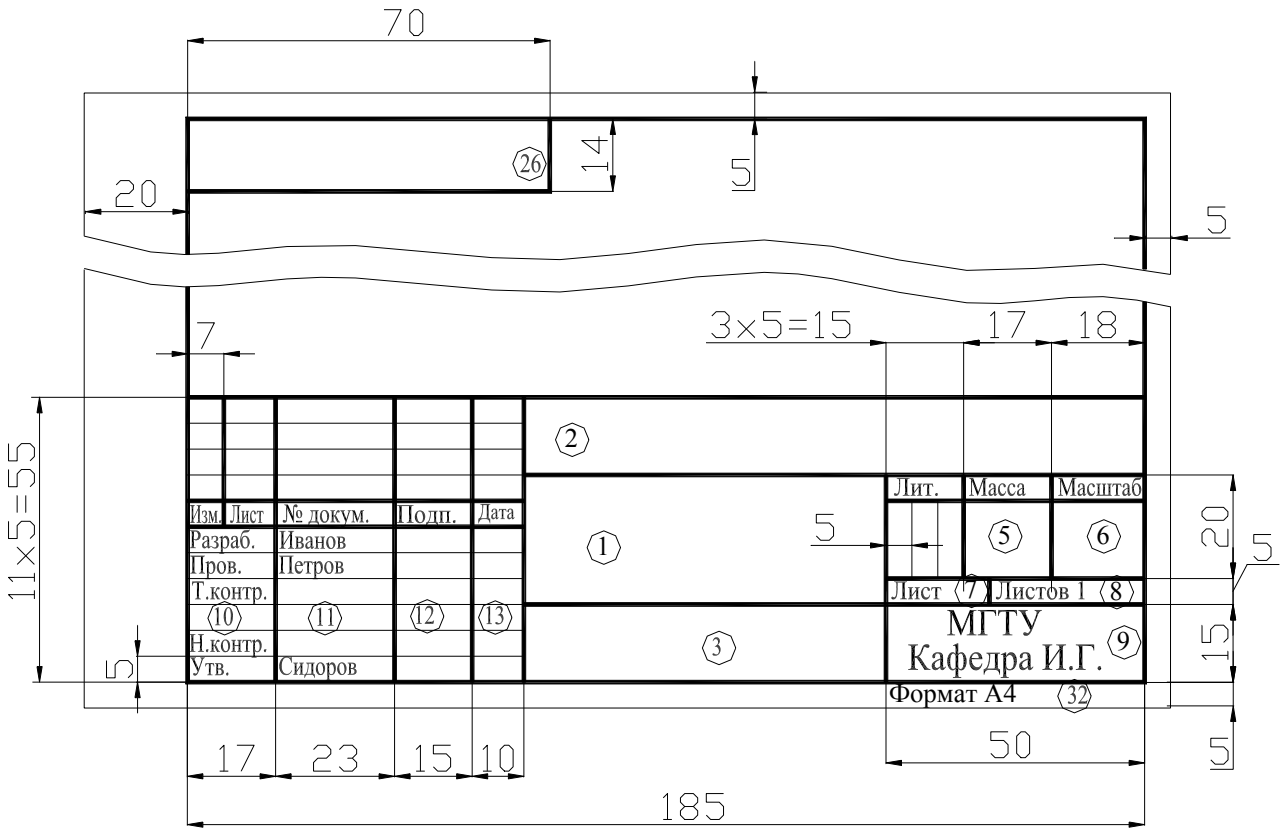

Рисунок 1.2 – Основная надпись для чертежей и схем
3. В соответствии с ГОСТ 2. 104-68* чертеж оформляют рамкой, проведенной с трех сторон на расстоянии 5 мм от границ формата, а с четвертой стороны (слева) – на расстоянии 20мм для брошюровки (рисунок 1.2).